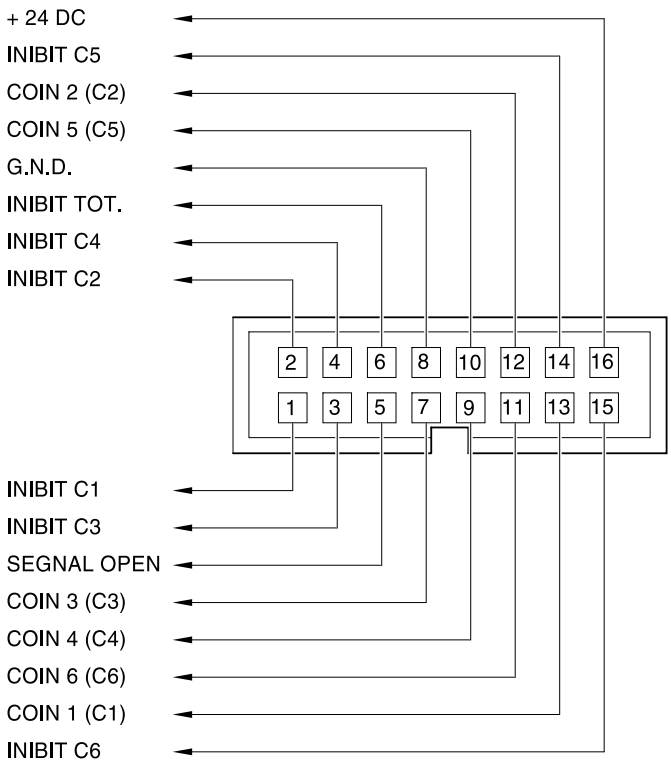

FIG.6.10
6.6.2 Conexión VALIDADORA 24V (Fig. 6.10)